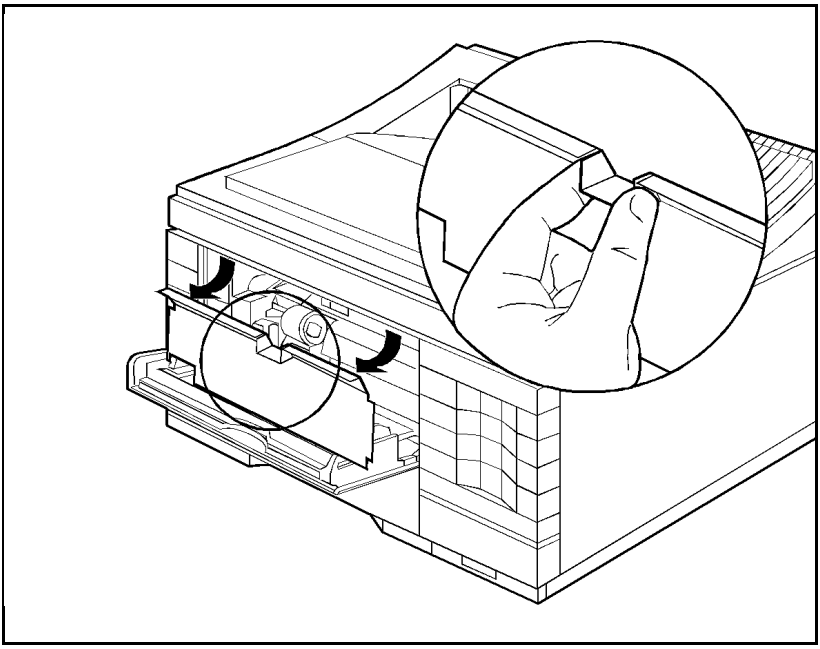

Figure 3-21 Remove the Black Plastic Cover
3. Remove the black plastic cover from inside the printer (see Figure 3-21).